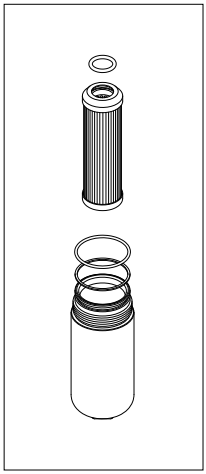

fig. 11
- (Fig. 11) Alloggiare 1°: l'anello antiestrusione e 2°: l'O-ring nella gola del contenitore, inserire l'O-ring nel cerchietto dell'elemento filtrante